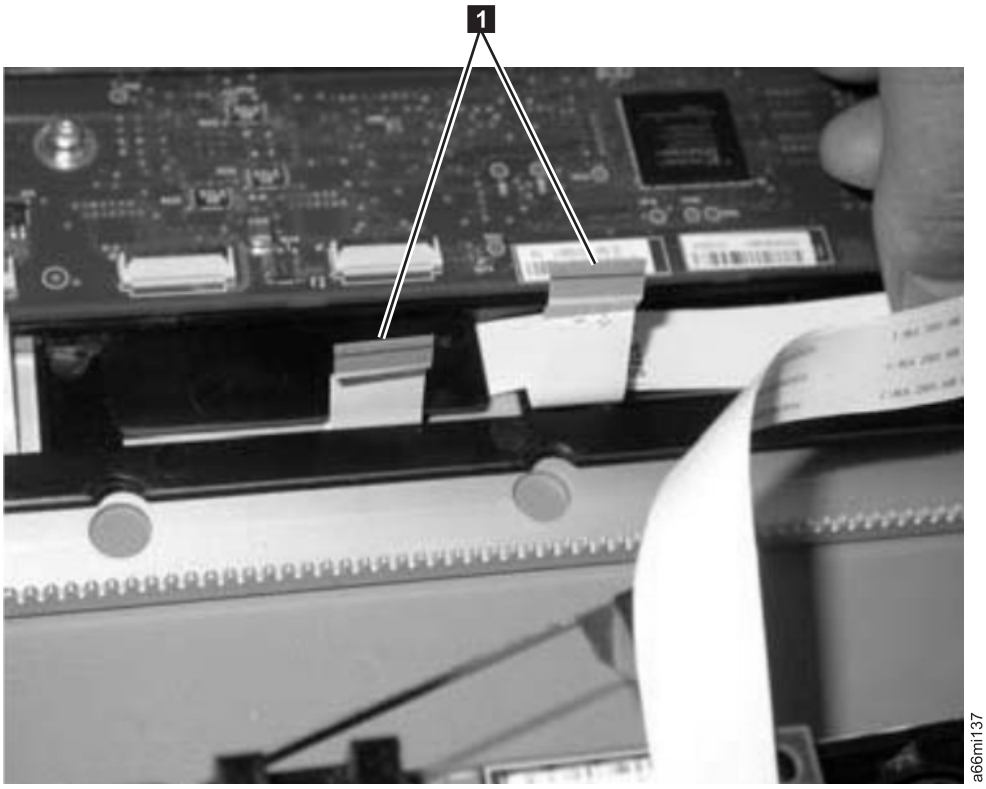
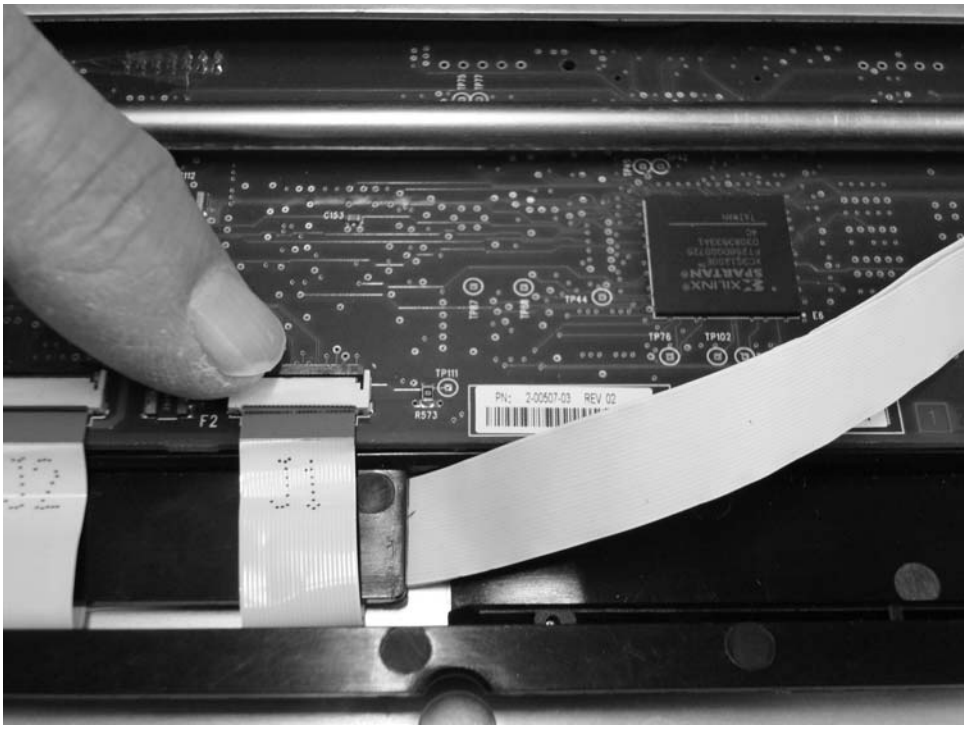

Figure 7-115. Black guideline on the cable
Figure 7-116. Locking the cable into place
c. Connect the cables. Note that there is a black line on the blue portion of each flex cable. (See Figure 7-115). When fully inserted, the black line on the flex cable will be flush with the edge of the connector. Press down on the back latch on the connector to lock the cable into place. (See Figure 7-116 on page 7-102.)